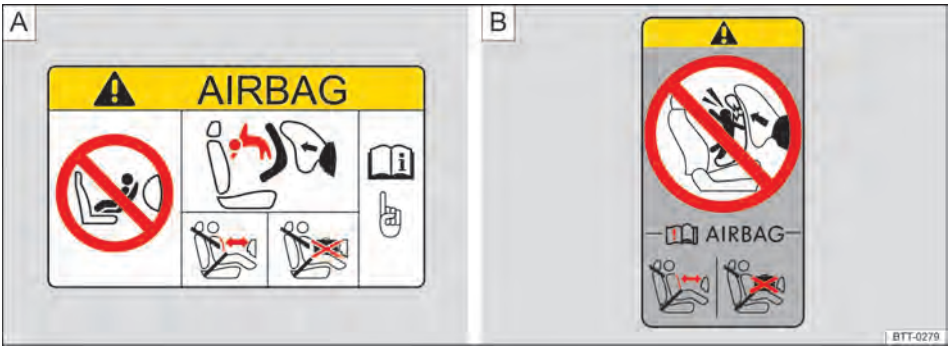

Fig. 70 Representação esquemática: etiqueta do airbag no para-sol (A) ou na coluna B (B).
- No para-sol do condutor e/ou do passageiro dianteiro ⇒ Fig. 70 **A**.